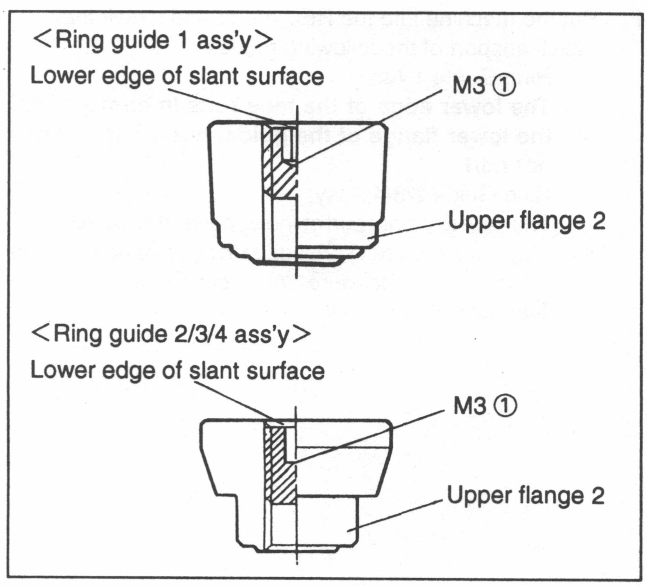

Fig.7-18-2 Install the Upper Flange 2
E. If the replacement of the upper flange 2 is required, screw the screw ① into the upper flange so that the top surface of screw ① aligns with the lower edge of slant surface C inside the new upper flange 2, then install. (Fig. 7-18-2)